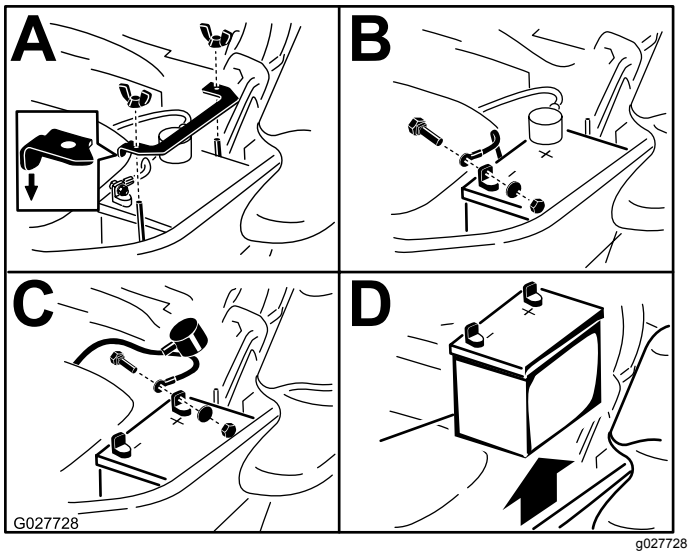

Figur 51
3. Ta den negative (svarte) batterikabelen av den negative (–) batteriklemmen (Figur 51).
4. Skyv den røde polhetten unna den positive (+) batteriklemmen og ta av den positive (røde) batterikabelen (Figur 51).
5. Fjern vingemutteren som holder batteriklemmen (Figur 51).
6. Fjern klemmen (Figur 51).
7. Fjern batteriet (Figur 51).
1. Plasser batteriet med polene vendt bort fra den hydrauliske tanken (Figur 51).
4. Sikre kablene med to bolter, to skiver og to låsemuttere (Figur 51).
6. Installer klemmen og fest den med vingemutteren (Figur 51).